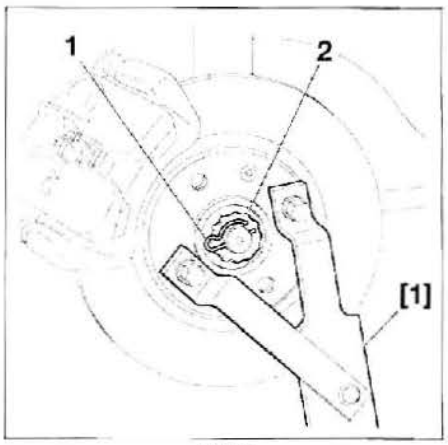

FIG. 9
• Colocar el útil (1) (útil de inmovilización de cubos ref. 6310-T) **(fig. 9).**